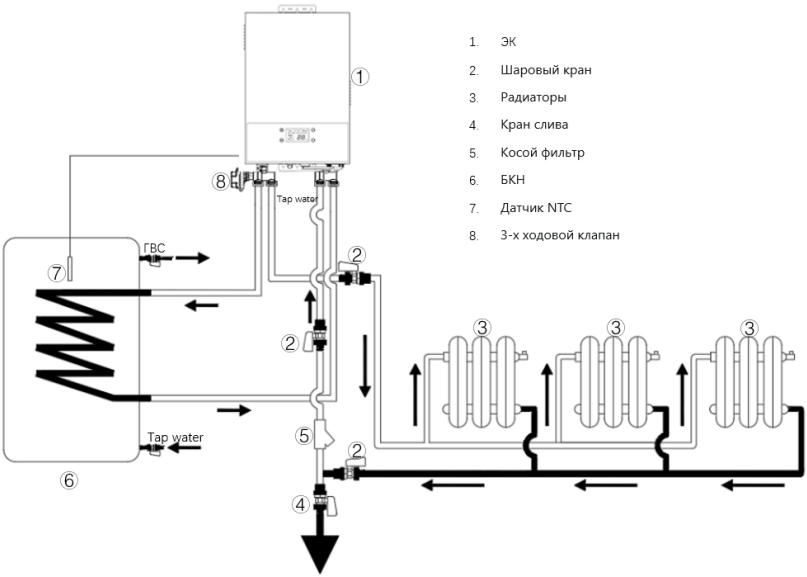

Рис. 15 Схема подключения «ЭК + БКН + радиаторы»
- Открутите трубу обратной линии и достаньте сетчатый фильтр из патрубка котла (см. Рис. 15).